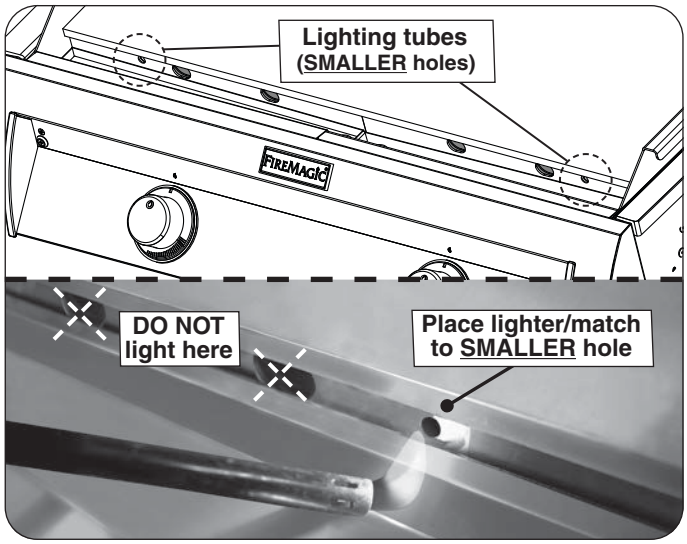

Fig. 23-3 **- Manual lighting**
2. Hold a burning long-barrel butane lighter or burning long-stem match up to the opening of the lighting tube (**SMALLER hole) for 5 seconds**. Then depress the appropriate control knob and while pressing turn it counterclockwise to the **HI LIGHT** position. Remove the lighter or match when the burner lights, and release the control knob. See Fig. 23-3.
4. If the burner does not light within five (5) seconds of turning the control knob, **immediately depress the knob and turn the valve to OFF**. WAIT FIVE (5) MINUTES before repeating steps 2 through 4 of the MANUAL LIGHTING instructions.